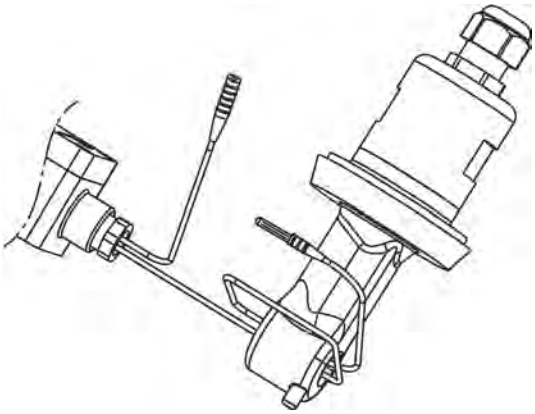

Fig. 74: Wire around Ci Sensor
Loop the cable for the calibration adapter through the bore of the measuring probe two times (see *Chapter 10.2.5.5 'Ci basic adjustment' on page 148*, Fig. 74) and close the loop.
4. Place the wire of the calibration adapter with two windings through the opening of the Ci sensor, without connecting the wire ends. (See Fig. 74 .)